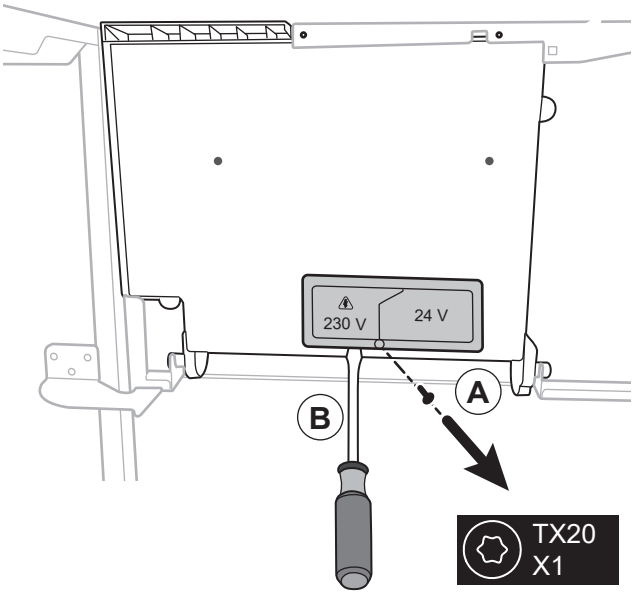

fig. 23 - Accès bornier Installateur
- Ouvrir la trappe (voir *fig. 23*).